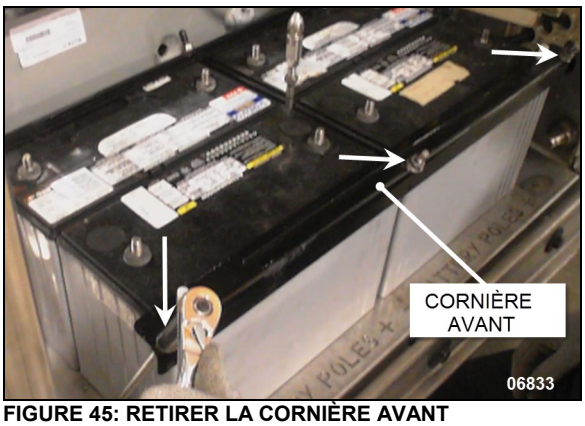

FIGURE 45: RETIRER LA CORNIÈRE AVANT
5. Dévisser les trois écrous (pointe d'une flèche) et retirer la cornière avant (FIGURE 45).